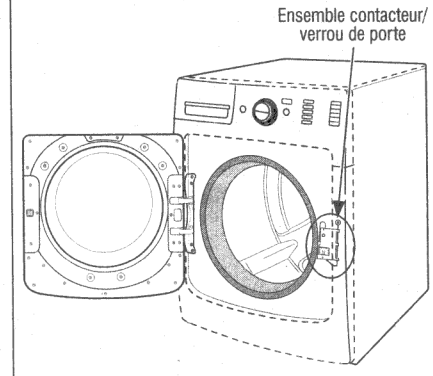

Figure 10a - Emplacement de l'ensemble contacteur/ verrou de la porte
3. Rechercher à l'intérieur de l'avant (entre la cuve et le MCA) le haut de l'ensemble contacteur/verrou de porte (voir figure 10a, ci-dessous).